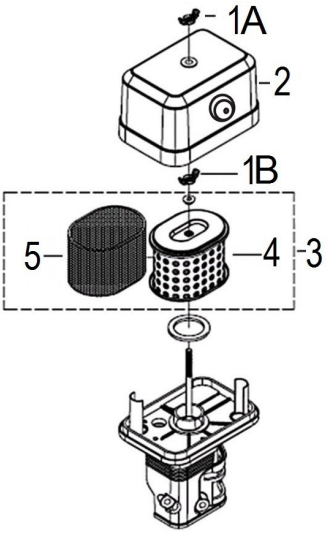

**Рис. 25 Обслуживание воздушного фильтра**
1. Открутите барашковую гайку 1А и снимите крышку 2 воздушного фильтра (Рис. 25).
2. Открутите барашковую гайку 1В и снимите воздушный фильтр 3 в сборе (Рис. 25).
Поролоновый (предварительный) фильтрующий элемент 5 установлен на корпусе бумажного фильтрующего элемента 4 (Рис. 25).